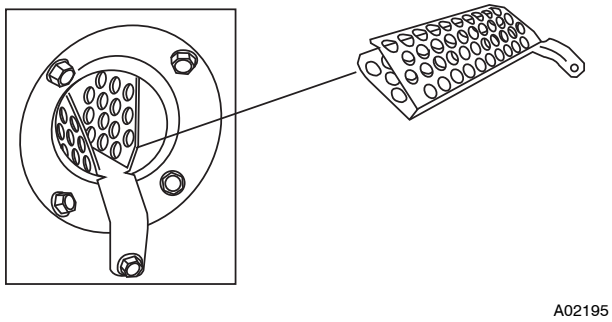

**Fig. 35 - NOx Device**
1. Remove the screw underneath the heat exchanger inlet that secures the NOx device in the heat exchanger. (See Fig. 35.)